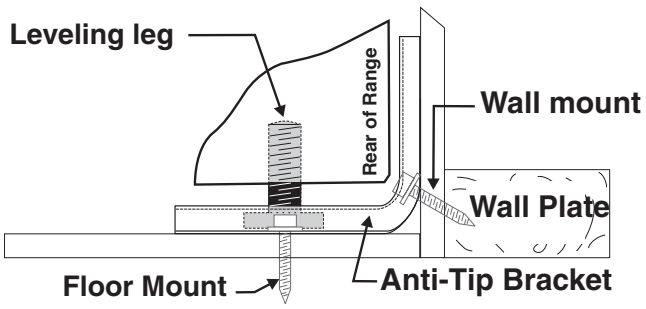

Figure 14
6. Slide range into place making sure structure of the range is trapped by the anti-tip bracket (Figure 14). Lower the range by adjusting the levelling legs until the underside of the cooktop is sitting level on the countertop. Refer to “Levelling the Range” section.